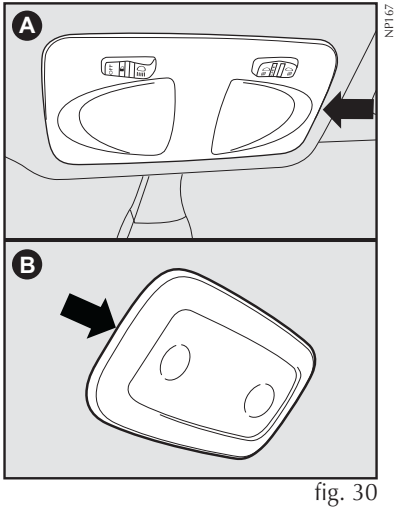
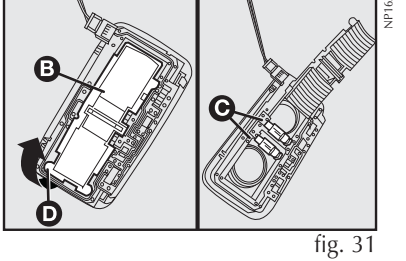

fig. 30
fig. 31
- Com uma chave de fenda (não fornecida) no ponto indicado pela seta **fig. 30**, remover o conjunto da luz interna montada a pressão pelas travas. Cuidado para não danificar o revestimento do teto e a plafoniera com a ferramenta.
- Para conjunto de luz **A-fig. 30**, abrir a tampa no sentido indicado pela seta **fig. 31**. Se necessário, utilizar uma chave de fenda (não fornecida) para abri-la, atuando no ponto indicado **D-fig. 31**;
- Substituir a lâmpada **C-fig. 31** exercendo uma pressão com a própria lâmpada para o lado direito e puxar para cima;
- Fechar a portinhola **B-fig. 31**.
Algumas versões podem apresentar conjunto de luz interna como o representado em **B-fig. 30**;